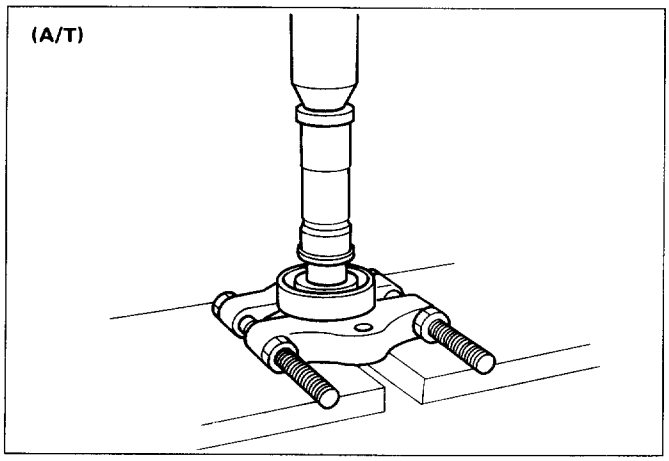

Fig. 7D-75
- Use a bench press to install the ball bearing to the input shaft (Fig. 7D-75).